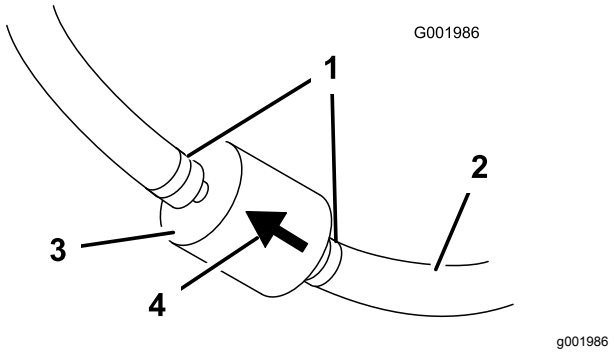

Figur 46
5. Klem slangeklemmernes ender sammen, og skub dem væk fra filteret (Figur 46).